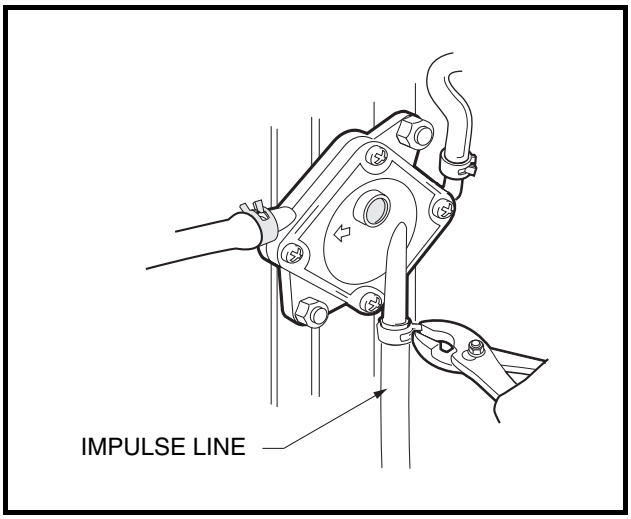

Figure 16-50 Impulse Line
29. Connect the impulse line to the fuel pump and secure it with the hose clamp **(Figure 16-50, Page 16-20)**.